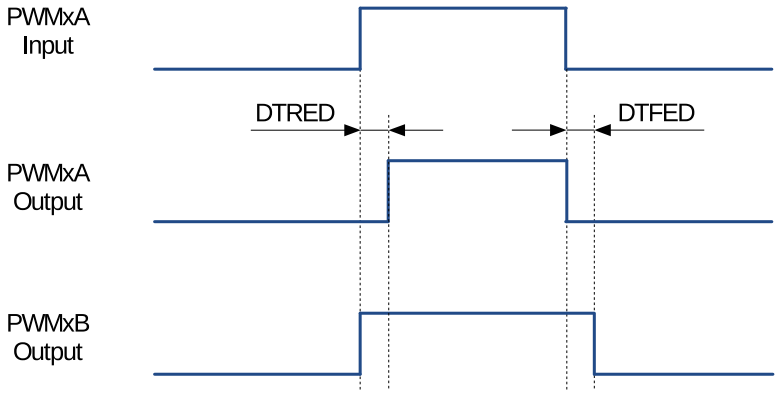

图 36.3-26. 高电平有效 (AH) 死区波形
| 4 | 高电平有效 (AH)，参见图 36.3-26 | 0 | 0 | 0 | 0 |